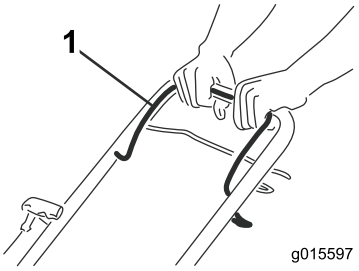

Figur 14
1. Hold knivkontrollbøylen (Figur 14) mot håndtaket.